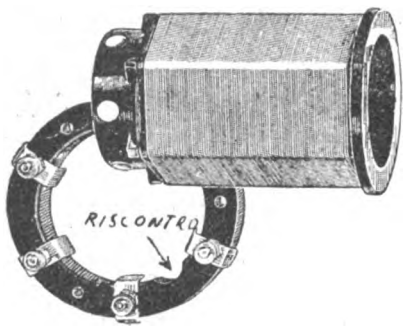

Fig. 1-a. — **La forma delle induttanze e dei trasformatori.**
Osservando lo schema elettrico del circuito (vedi fig. 1) noi riconosciamo, a priori, lo schema del classico apparecchio ad una valvola detectrice in reazione preceduta da uno stadio di amplificazione in alta frequenza, e seguito da due stadi di bassa frequenza. Il circuito d'aereo è costituito da una bobina d'aereo A^1 A^2 accoppiata induttivamente con una induttanza A^3 A^4 A^5 A^6 inerente alla griglia della lampada amplificatrice in alta frequenza R^1. Questo circuito di griglia è accordabile mediante il condensatore E (54) variabile, da 0,00035 Mfd, sull'asse del quale trovasi un secondo condensatore variabile F (49) della stessa capacità.